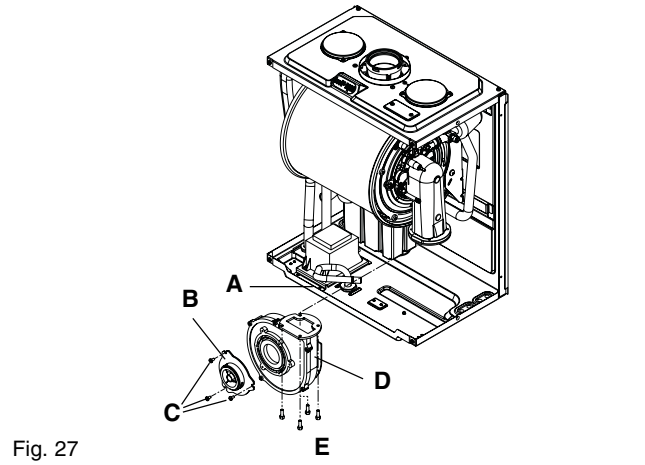

Fig. 27
6.14 FLUE FAN & MIXER (fig. 27)